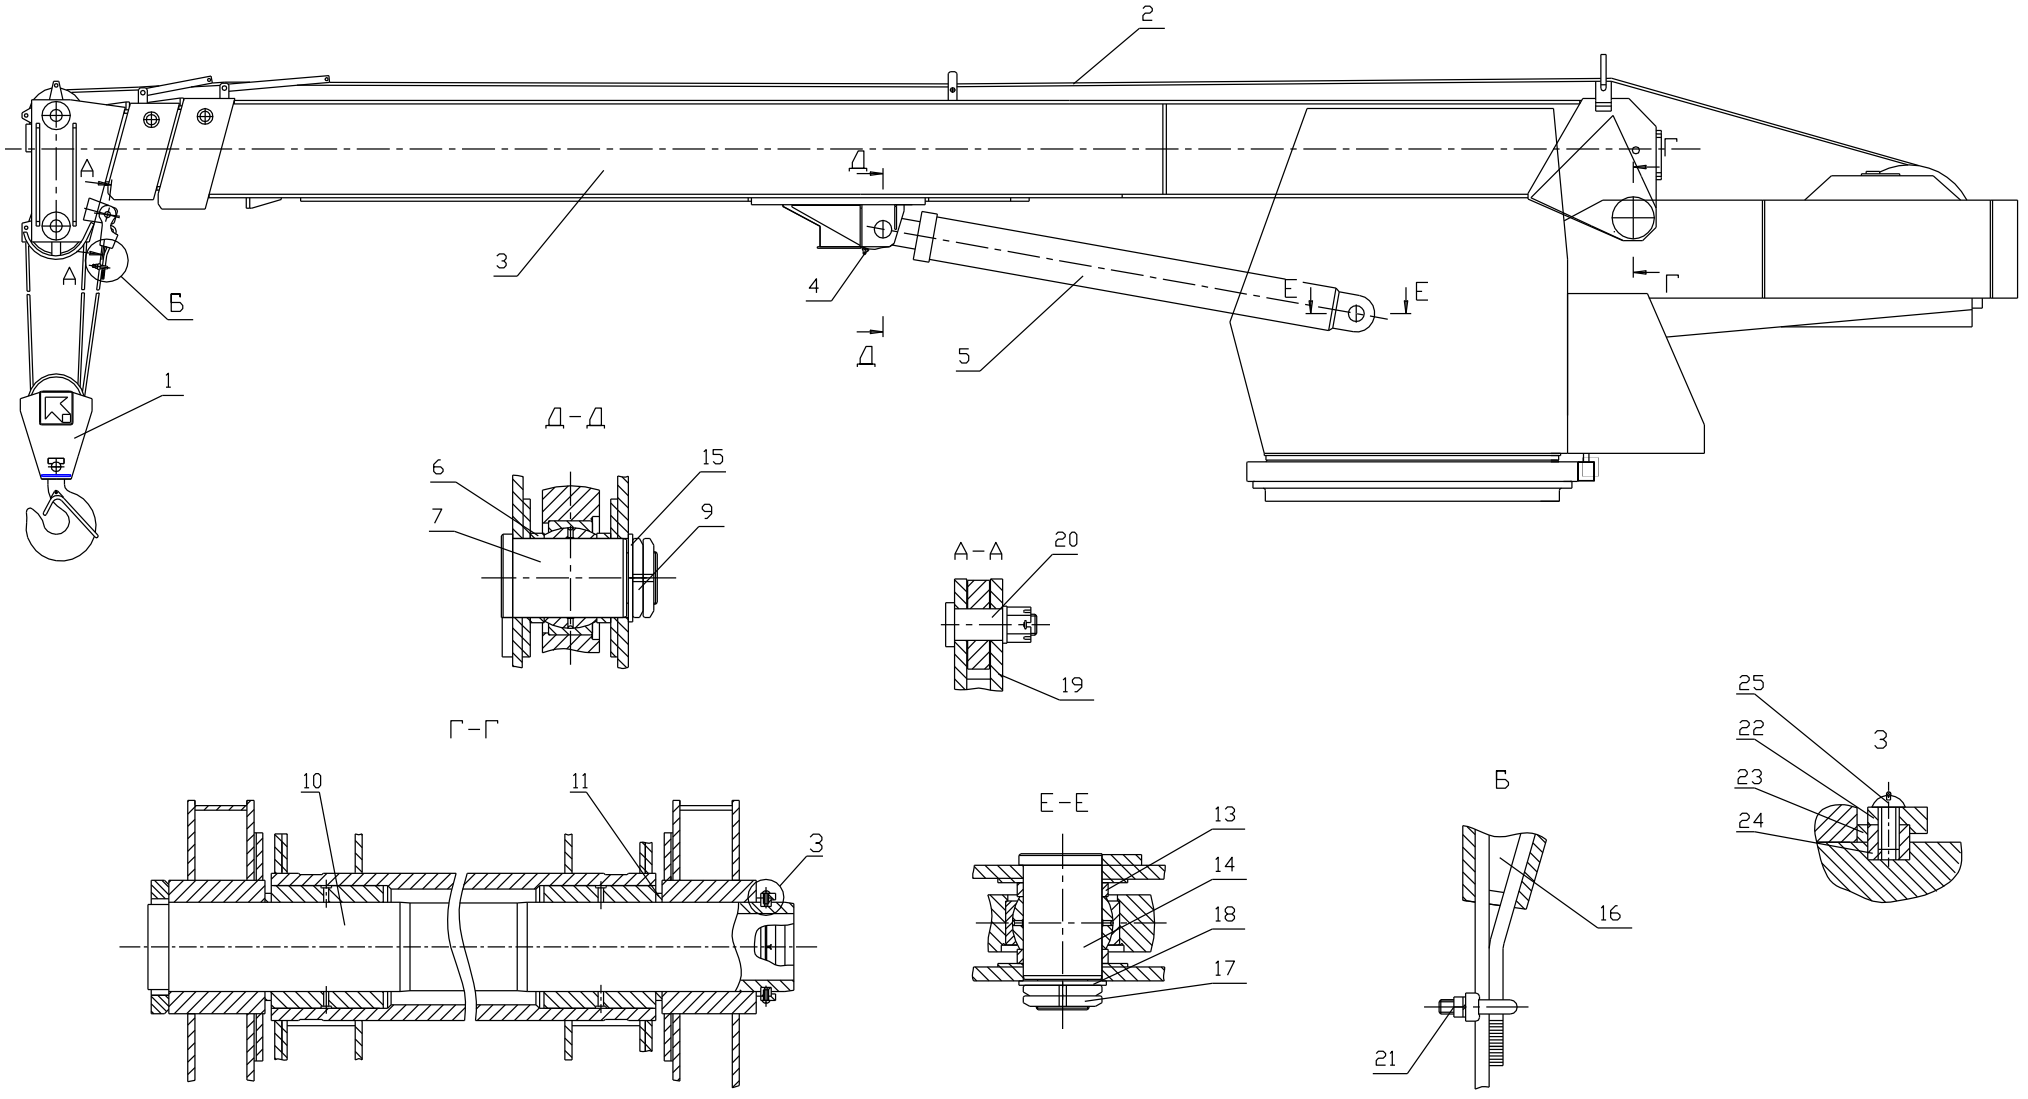

Рис.11.1 Рабочее оборудование
22.Застропить стрелу телескопическую 3 (рис.11.1), установить на поворотную раму и на стойку, установить шайбу 11, совместить отверстия, вставить ось 10 и закрепить с помощью обоймы 22 и кольца 23. Кольцо 23 застопорить винтом 25.
1.Застропить гидроцилиндр 5 (рис.11.1), установить две втулки 13, установить гидроцилиндр в уши поворотной рамы, совместить отверстия, вставить ось 14, установить шайбу 18 и закрутить гайки 17.
1. Размотать канат с барабана, включив операцию «опускание груза», завести канат 2 (рис.11.1) в крюковую подвеску и в обойму 19, вставить клин 16 и установить обойму на телескопическую стрелу 3, совместить отверстия, вставить ось 20 и закрепить.